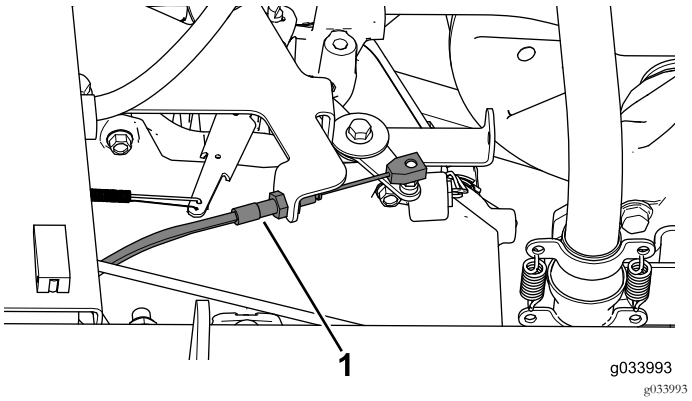

Рисунок 9
3. Отсоедините трос дроссельной заслонки от рычага дроссельной заслонки и снимите его с кронштейна дроссельной заслонки (Рисунок 9).